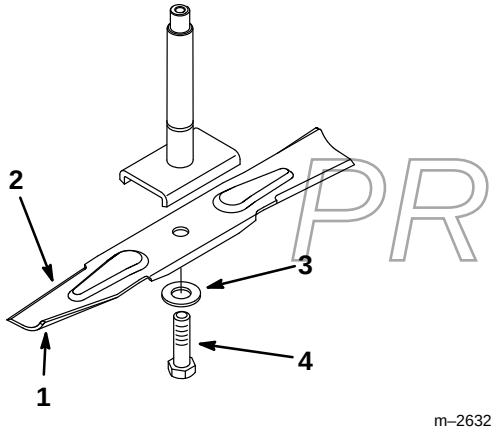
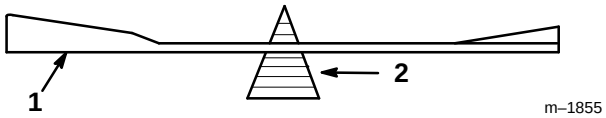

Figure 17
Figure 19
Hold the blade end using a rag or thickly-padded glove. Remove the blade bolt, lock washer and blade from the spindle shaft (Fig. 17).
2. Check the balance of the blade by putting it on a blade balancer (Fig. 19). If the blade stays in a horizontal position, the blade is balanced and can be used. If the blade is not balanced, file some metal off the end of the sail area only (Fig. 17). Repeat this procedure until the blade is balanced.
1. Install the blade onto the spindle shaft (Fig. 17).
2. Install the lock washer and blade bolt (Fig. 17). Torque the blade bolt to 85–110 ft-lb (115–140 N•m).